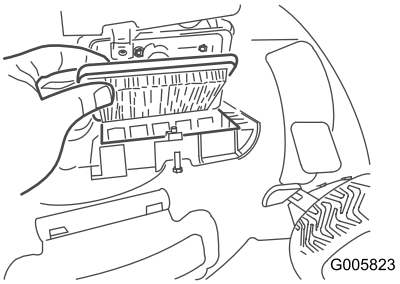

**Figur 35**
3. Byt ut luftfiltret (Figur 35).